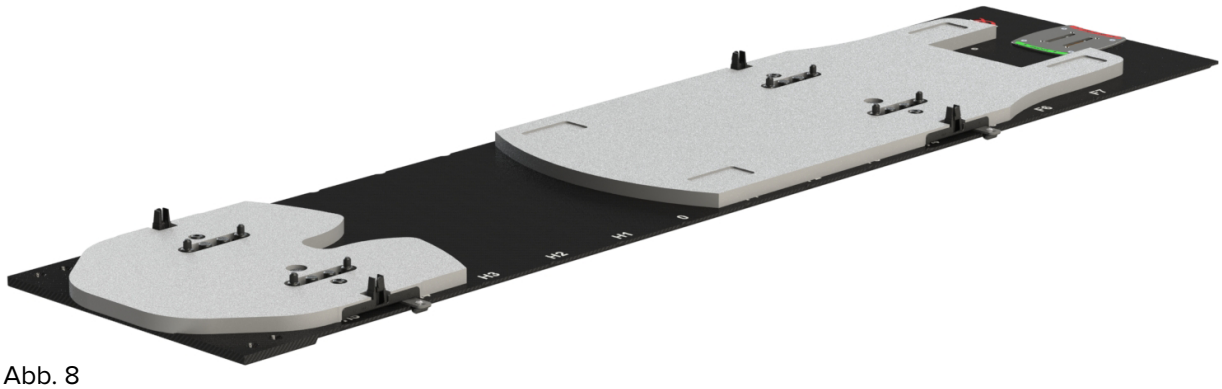

Abb. 8
2. Positionieren Sie die CT-Ausgleichscheiben an derselben Indexierungsstelle wie Fuß- und Kopfkomponenten. Durch Übereinanderstapeln mehrerer CT-Ausgleichscheiben kann die Höhe stufenweise um jeweils 2,5 cm erhöht werden (Abb. 8).